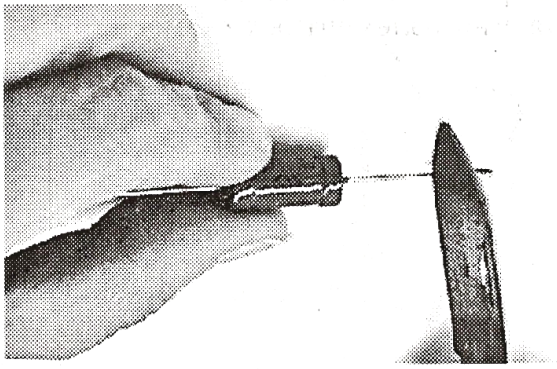

Рис. 19-4-1
- тщательно очистить спаиваемые поверхности от грязи, изоляции, окислов напильником, мелкой наждачной бумагой или ножом (рис. 19-4-1);